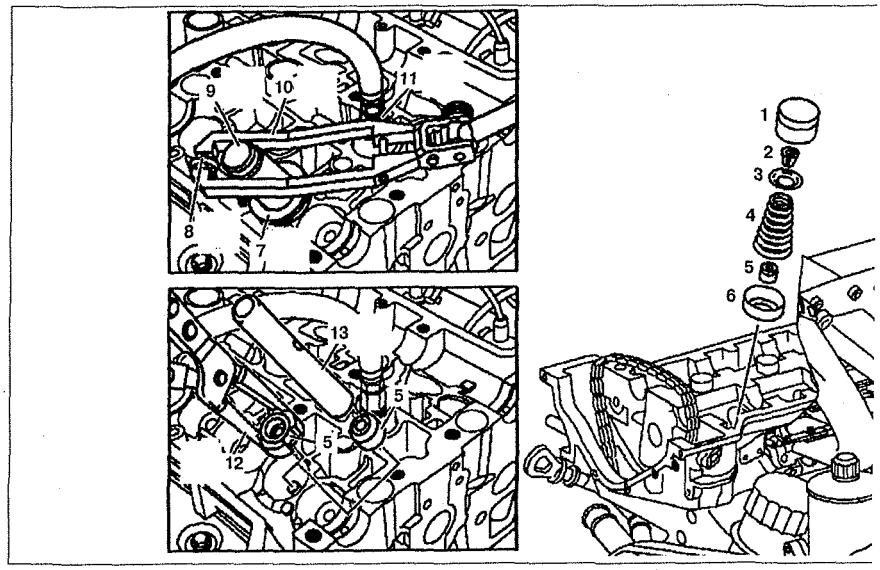

Рис. 2.48. Замена сальников клапанов.
6. Снимите клапанные пружины **4** и замените сальники клапанов **5** (см.рис.2.48).